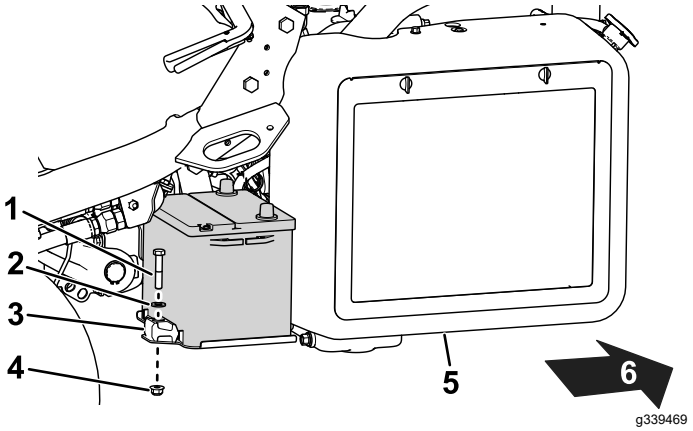

Figur 36
2. Ta bort fästelementen som håller fast batteriet i facket (Figur 36) och lyft ut batteriet.
5. Placera batteriet på batterilådan och fäst det med de fästelement som du tog bort tidigare (Figur 36).